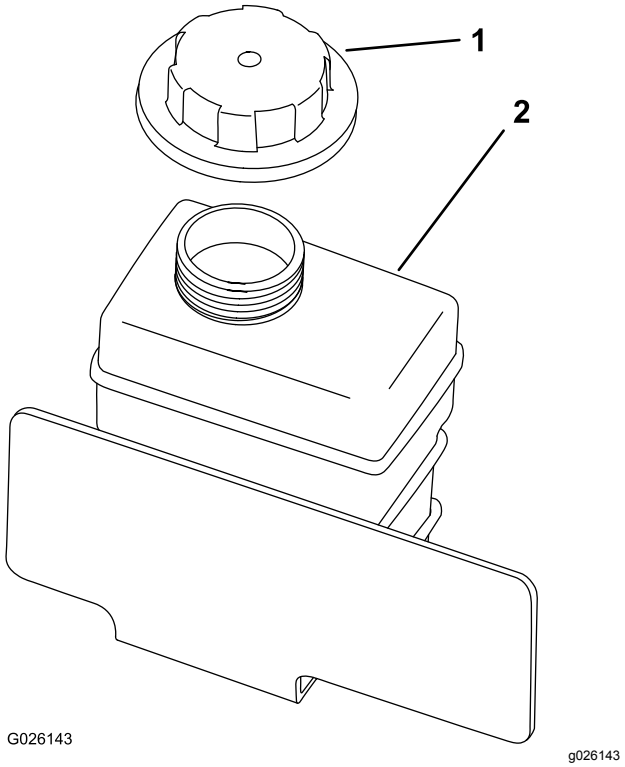

Rysunek 19
2. Sprawdź poziom płynu chłodzącego w zbiorniku zapasowym (Rysunek 19).